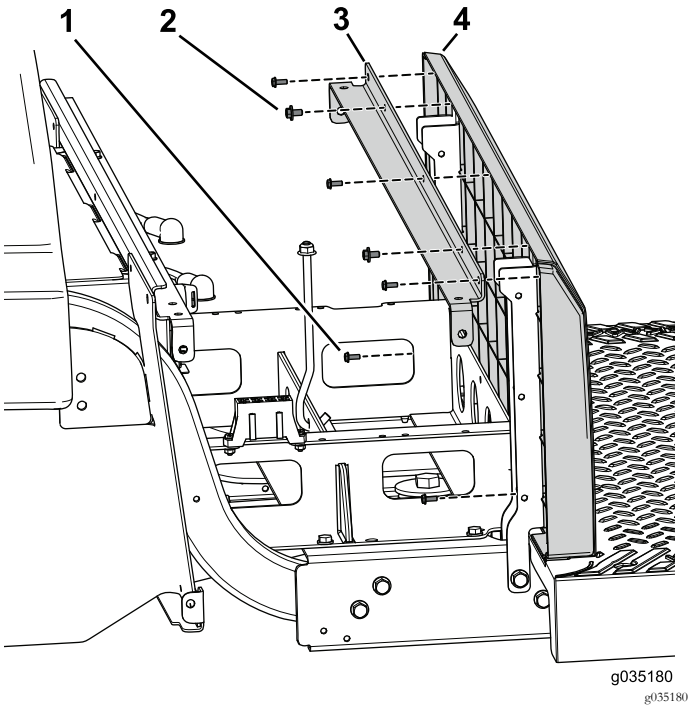

Figuur 85
de linker- en rechterstoelsteun te bevestigen (Figuur 85).
6. Gebruik de 5 schroeven (nr. 10 x 1/2 inch) om het achterpaneel te bevestigen aan de schuine steunbeugel en de stoelsteunen (Figuur 85).